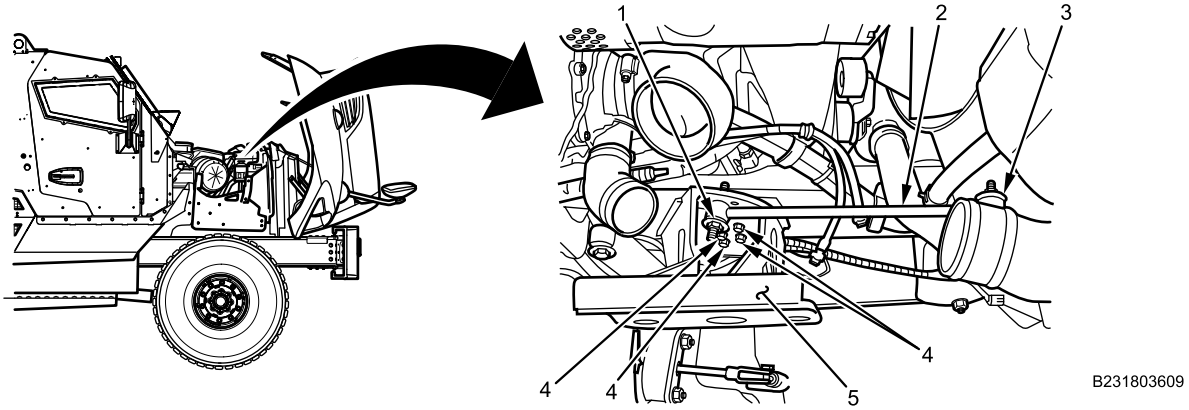

Figure 3. Right Side Engine Armor Plate Bracket.
5. Remove bolt, locknut, and washer (Figure 3, Item 1) from radiator support (Figure 3, Item 2) at engine armor plate bracket (Figure 3, Item 5). Discard locknut.
6. Remove bolt, locknut, and washer (Figure 3, Item 3) from radiator support at radiator assembly bracket and remove support (Figure 3, Item 2).
7. With assistant, support engine armor plate bracket (Figure 3, Item 5) on frame rail.
8. Remove four locknuts (Figure 3, Item 4) from engine armor bracket mounting bolts, and remove bracket (Figure 3, Item 5) from frame rail. Discard locknuts.